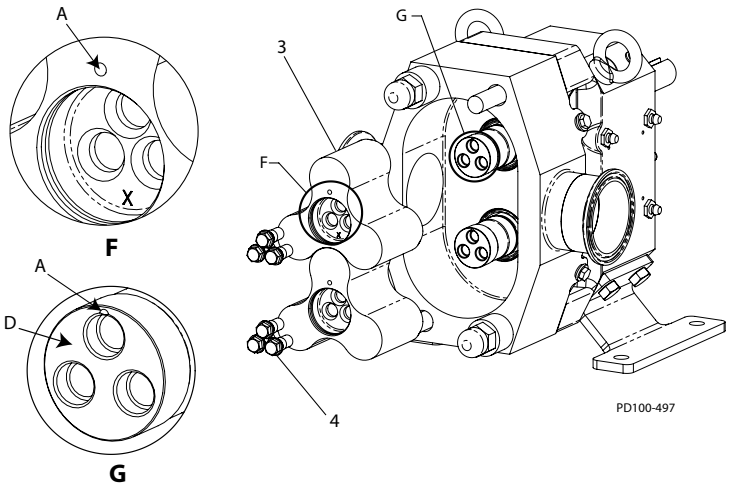

Figura 56 - Installazione del rotore
2. La superficie dell'albero deve essere priva di bordi rialzati o sbavature (vedere Figura 56, particolare G, articolo D).
3. **Riutilizzo dei rotori:** applicare un lubrificante compatibile con gli o-ring e installare il rotore contrassegnato sull'albero di trasmissione e il rotore non contrassegnato sull'albero corto, annotando il riferimento di allineamento sugli alberi per il posizionamento del rotore (vedere articolo A nella Figura 56, particolare F e G.)
Installazione dei rotori nuovi: applicare un lubrificante compatibile con gli o-ring e installare i rotori sugli alberi, annotando il riferimento di allineamento su questi ultimi per il posizionamento del rotore (vedere articolo A nella Figura 56, particolare F e G.). Segnare con una "X" alta circa 3 mm la superficie della svasatura di fronte al punto di riferimento dell'allineamento. Vedere Figura 56, particolare F; vedere anche Figura 31 per un ingrandimento dell'immagine.
4. Installare una vite senza testa (Figura 56, articolo 4) nel foro più vicino al segno di riferimento in ciascun rotore.